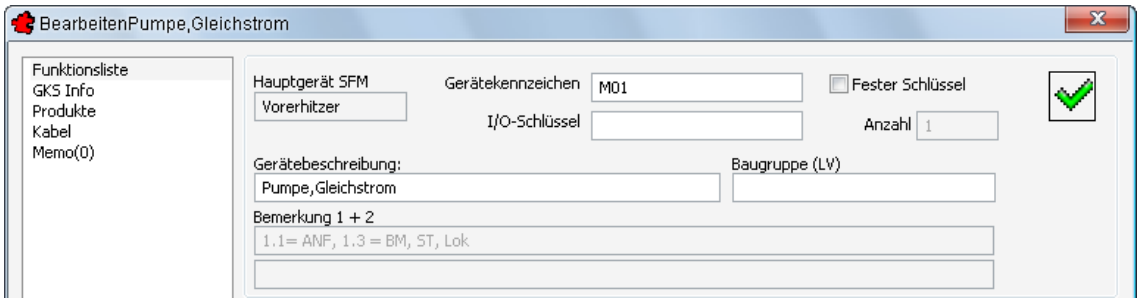

Bild 24.39 – Der Feldgerätename für den Benutzerschlüssel
- führen Sie einen Doppelklick auf das betreffende Gerät im Automationsschema aus, hier die Pumpe *M01* des Vorerhitzers (vgl. Abb. 24.19, Pfeil). Das Dialogfeld *Bearbeiten* erscheint (Abb. 24.39).